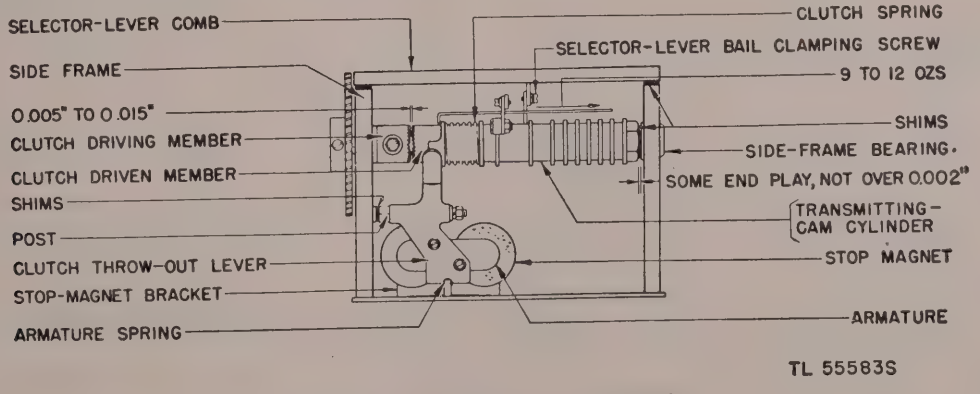

Figure 82. Transmitting-cam cylinder.
169. Transmitting-Cam Cylinder End Play (fig. 82)
170. Clutch Spring Compression (fig. 82)
171. Clutch (fig. 82)
172. Stop-Magnet Bracket (fig. 82)
173. Armature Spring Tension (fig. 82)
b. Adjustment. Insert a screw driver through a hole in the side frame, loosen the selector-lever bail clamping screw (fig. 82), and position the selector-lever bail with relation to its extension. Tighten the clamping screw.